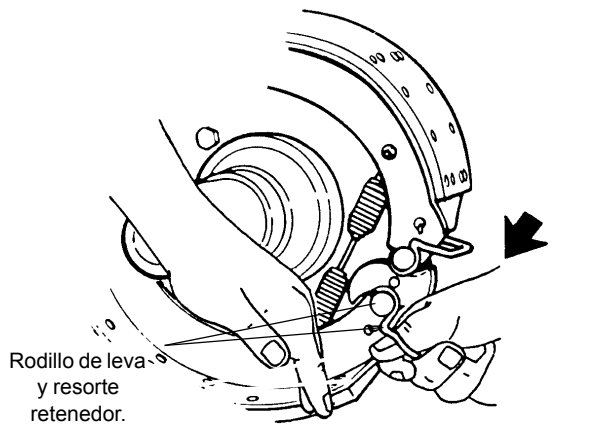

FIGURA 8-42
1. Empuje hacia abajo la zapata de freno inferior y tire del sujetador de retención del rodillo para retirar el rodillo de leva inferior (vea la Figura 8-42).